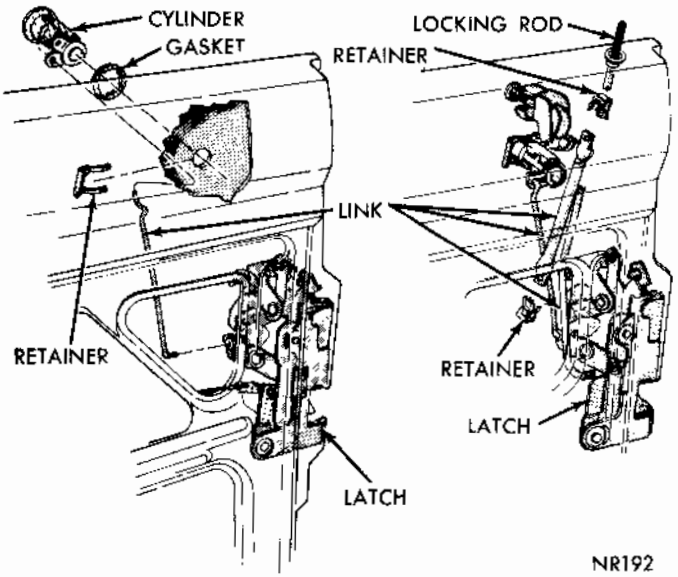

Fig. 15 - Door Lock Cylinder
(1) With window in the up position, disconnect cylinder link (Fig. 15) from clip on lock lever **(4 door only)** and from cylinder.
(2) On **2 door models** disconnect lock link from clip on lock lever, remove link control bracket mounting screws and remove cylinder link from cylinder.
(3) Remove retainer from cylinder body and cylinder from door.